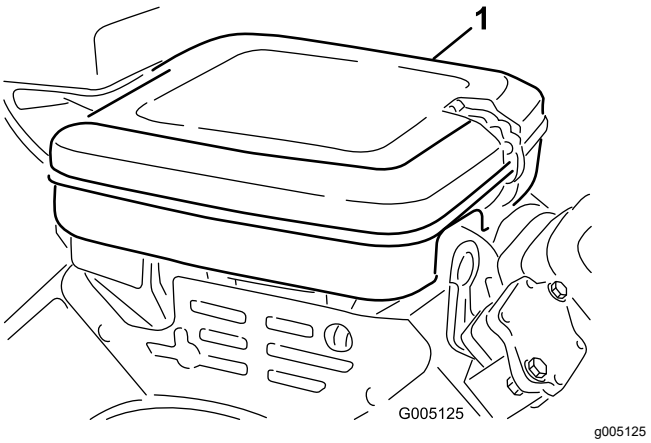

Figure 40
1. Nettoyez le couvercle du filtre à air (Figure 40).